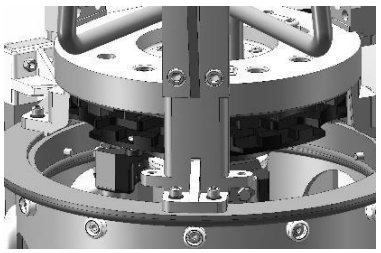

Рис. 17. Болты с внутренним шестигранником
7. Трёхфазное устройство с током ≤ 600 А и однофазное: соедините избиратель ответвлений и дно масляного бака с помощью 6 болтов и гаек М12, снятых ранее. Момент затяжки 60 Нм (рис. 17).